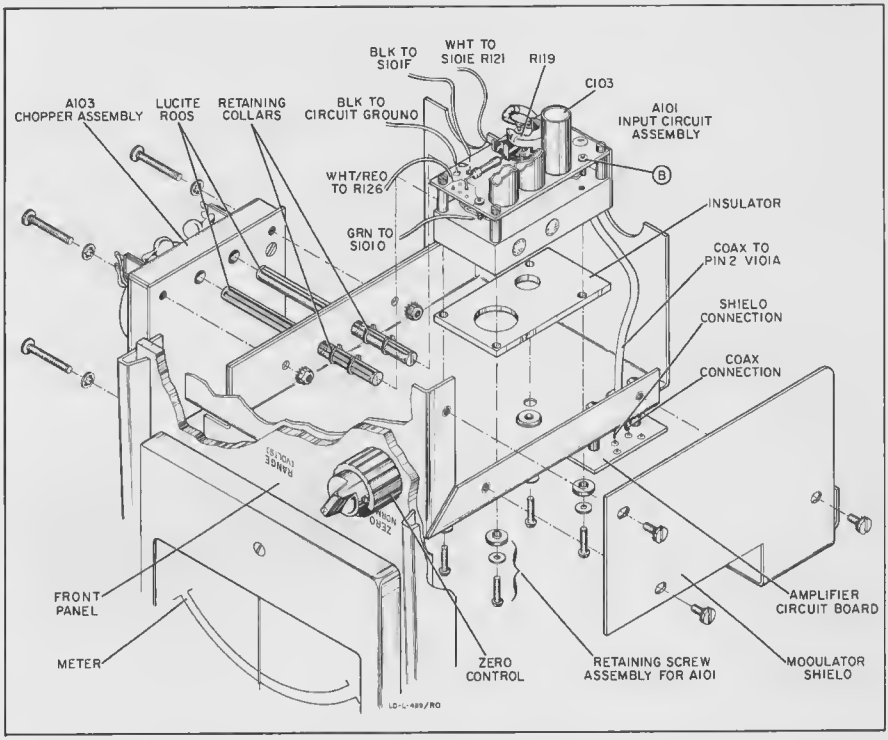

Figure 5-3. Exploded View, Showing Disassembly for Modulator Replacement
h. Move oscilloscope probe (with resistor) to point B in figure 5-3.
5-22. Figure 5-3 shows necessary disassembly for modulator replacement. Proceed as follows:
c. Disconnect all wires from the top of A101 as shown in figure 5-3.
e. Remove the four screws holding the input circuit assembly (A101) to the main chassis. When replacing this assembly, be sure to reseat the insulated washers (figure 5-3) in their proper positions.
g. Carefully unsolder the shielded cable (figure 5-3) from the amplifier circuit board (pin 2 and 3 of V101A). (A length of cable is normally supplied with the input circuit assembly. However, if it is more convenient, and the cable is known to be good, it may be disconnected at the input assembly circuit board.) In any case, avoid undue heat that might damage the inner conductor insulating material in the coax.